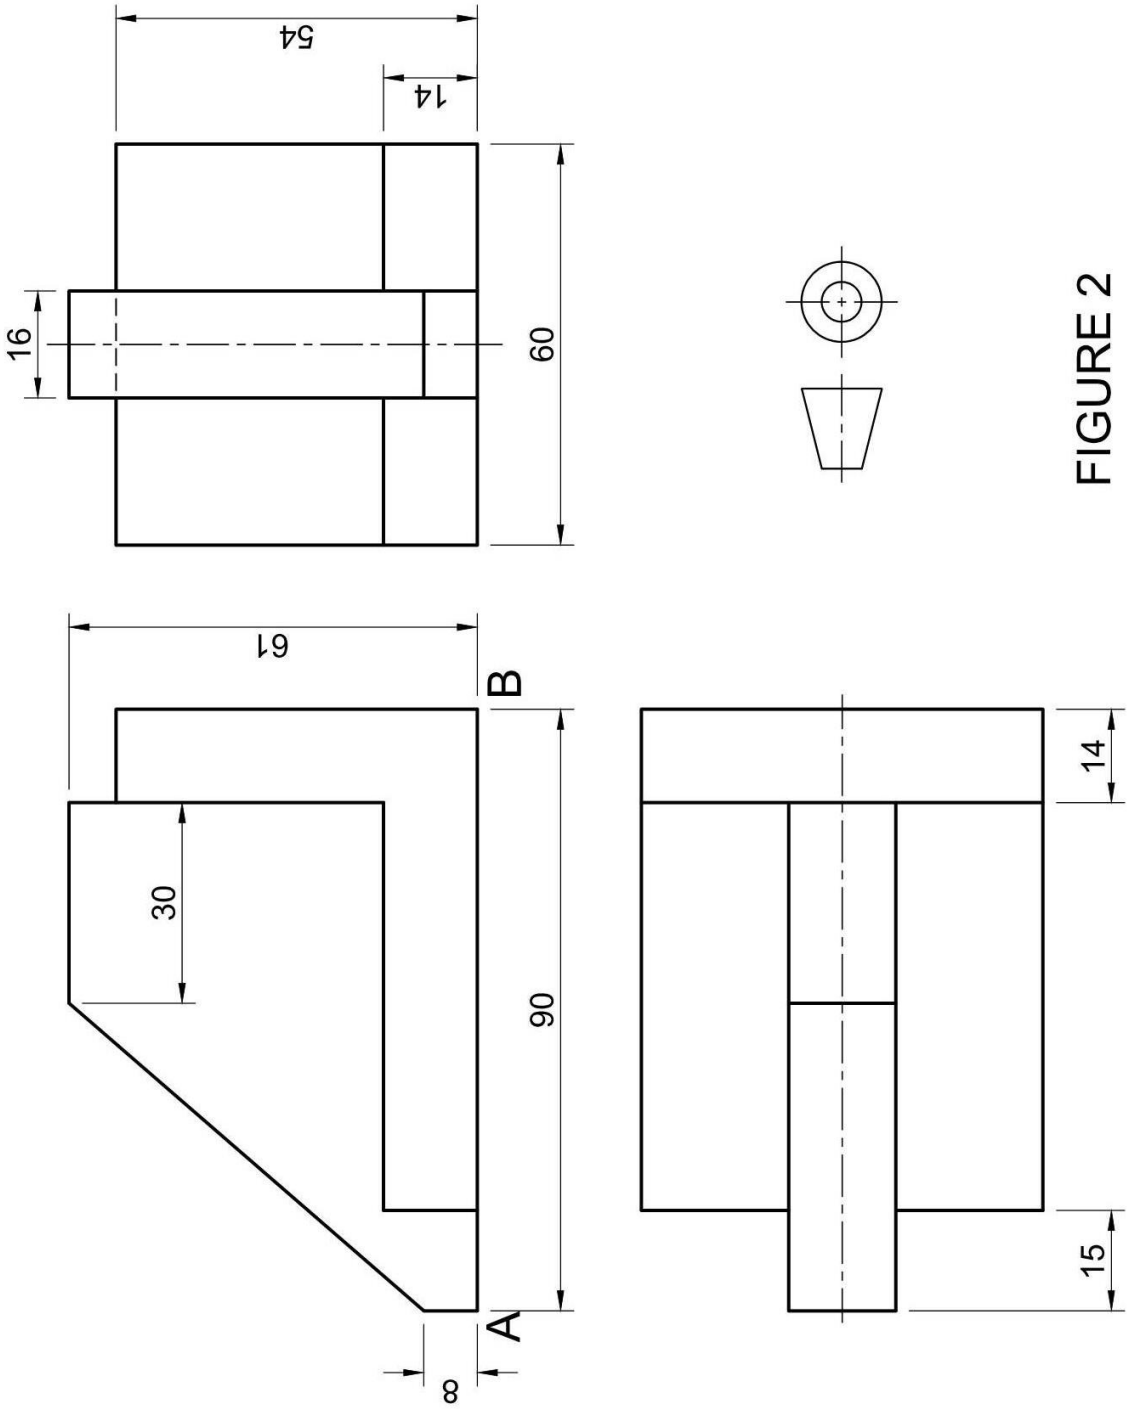

FIGURE 2
FIGURE 2, DIAGRAM SHEET 2 (attached), shows two views of a support block in first-angle orthographic projection. Draw to scale 1:1, by using the measure point method, a two-point perspective drawing of the support block. Point A is situated on the ground line (GL) in line with the centre of vision (CV) and up against the picture plane (PP). Line AB vanishes to the right at 45º. The distance of the eye in front of the picture plane (PP) is 130 mm and the height of the eye above the ground line (GL) is 100 mm. (16)